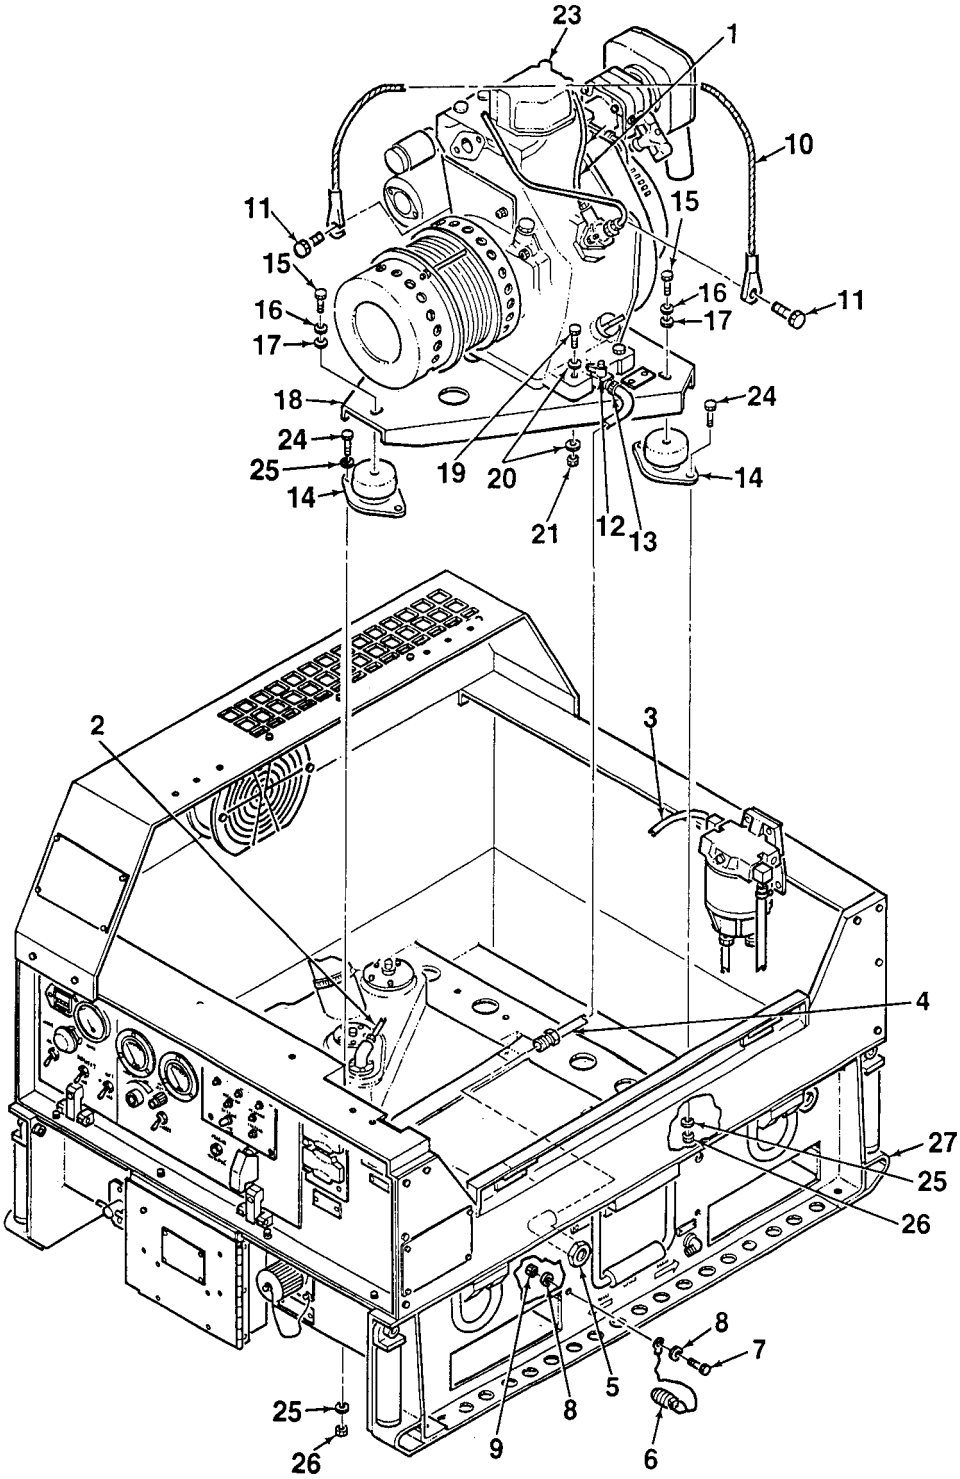

Figure 5-1. Engine / Alternator Assembly (Sheet 1 of 3)
3. Disconnect fuel return line (1, Figure 5-1) from fuel injector. Disconnect fuel line (2) from fuel tank to tee. Disconnect fuel line (3) from fuel filter / water separator outlet.
4. Disconnect oil drain line (4) from oil drain valve (12) by loosening clamp (13).